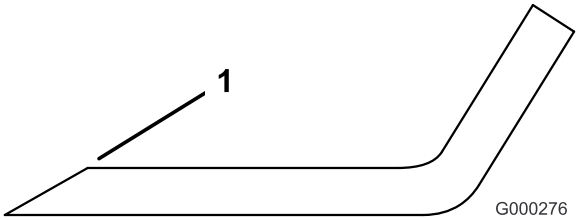

Figur 86
3. Undersøg alle skæreknivenes skær og slib skærene, hvis de er sløve eller hakkede (Figur 86).
Bemærk: Slib kun toppen af skæret, og bevar den oprindelige klippevinkel for at sikre skarpheden (Figur 86). Skærekniven bevarer balancen, hvis der fjernes samme mængde metal på begge skær.